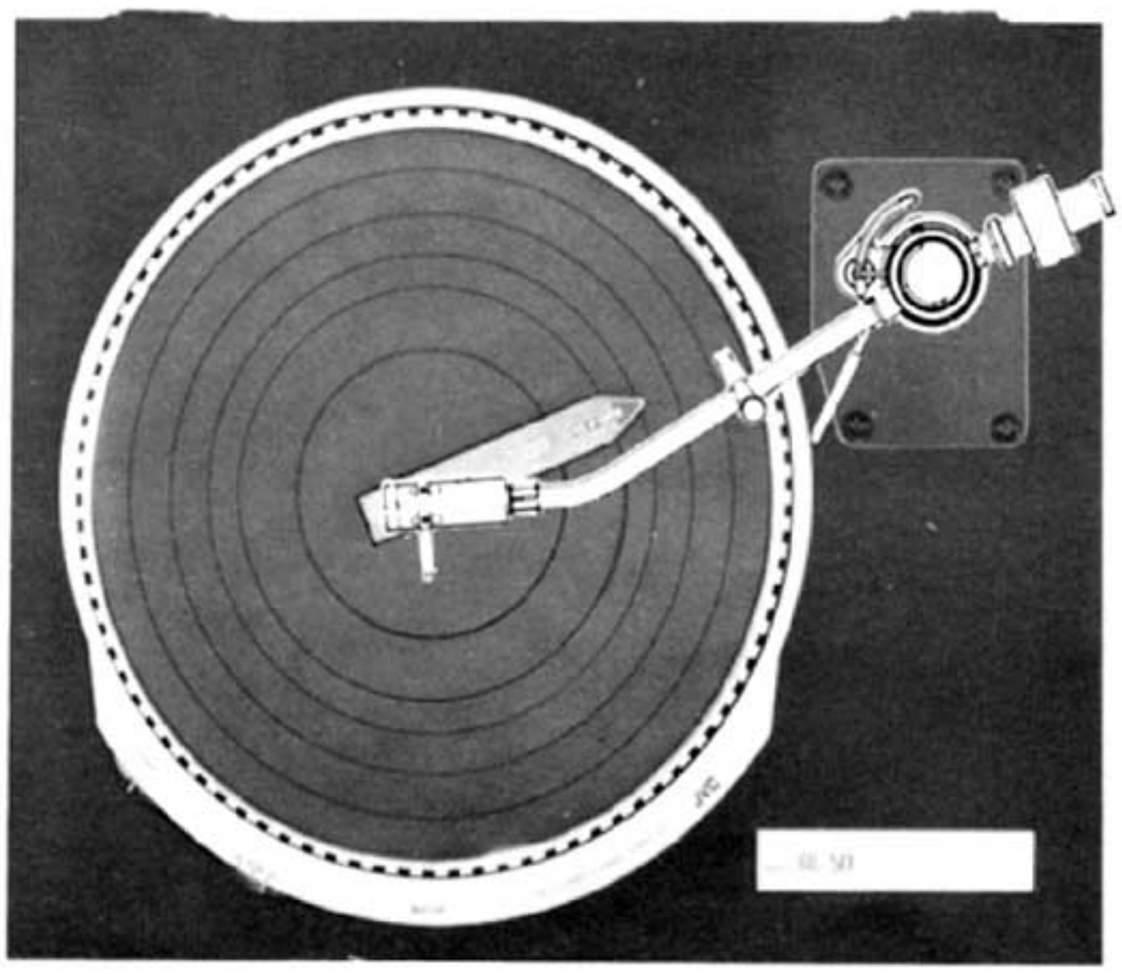

Fig. 5
■ **Overhang adjustment** (Fig. 5)
■ **Überhang-Einstellung** (Abb. 5)
■ **Réglage de porte à feux** (Fig. 5)